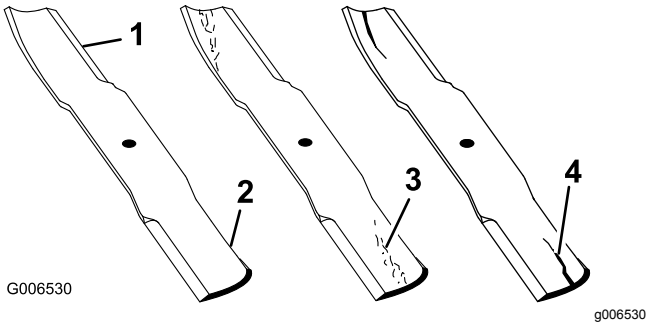

Figuur 51
1. Controleer de snijranden (Figuur 51).
2. Controleer de messen, met name het gebogen deel (Figuur 51).
Opmerking: Als u beschadiging, slijtage of groefvorming in dit deel constateert (3 en 4 in Figuur 51), moet u het mes direct vervangen.